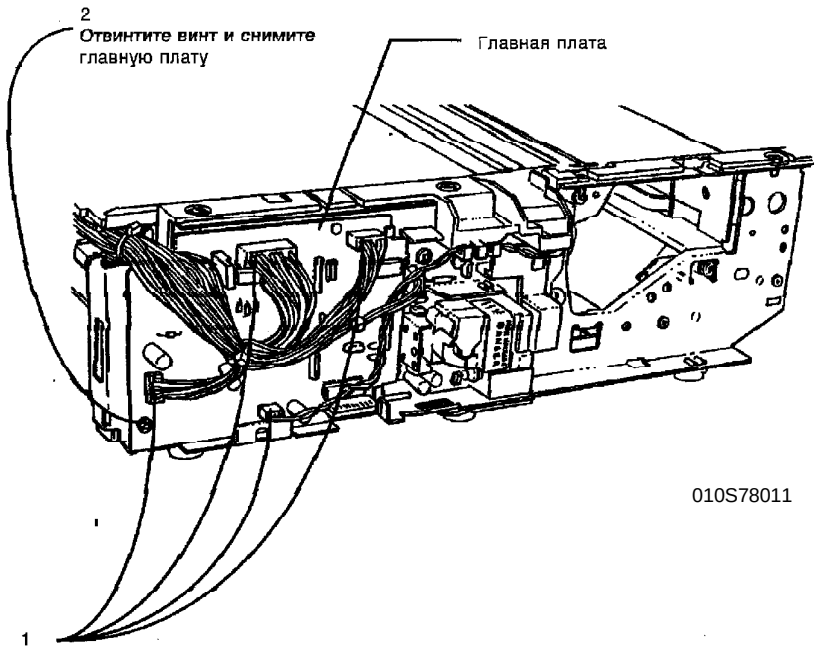

Рисунок 1. Снятие главной платы.
2. (рис. 1) Снимите главную плату.